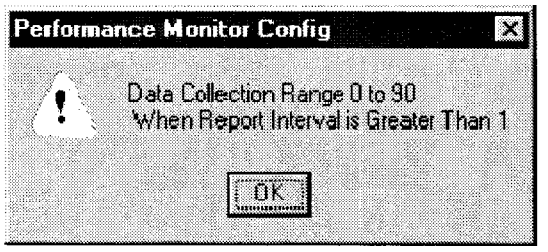

FIGURE 4-69. DP PERFORMANCE REPORT DATA COLLECTION INTERVAL OUT OF RANGE WITH REPORT INTERVAL GREATER THAN 1 WINDOW
(5) DP Performance Report Data Collection Interval Out of Range with Report Interval Greater Than 1 (Figure 4-69).